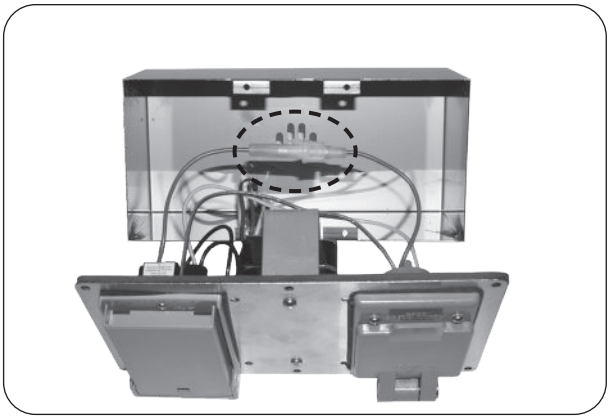

Fig. 49-4 Carefully open box and replace fuse (red wire)
5. Carefully open the box by pulling its cover away. You may need to feed the wire harness into the box to provide enough slack to open on the other end. Then “push in and twist” the fuse holder (red wire), exposing the fuse. See Fig. 49-4.